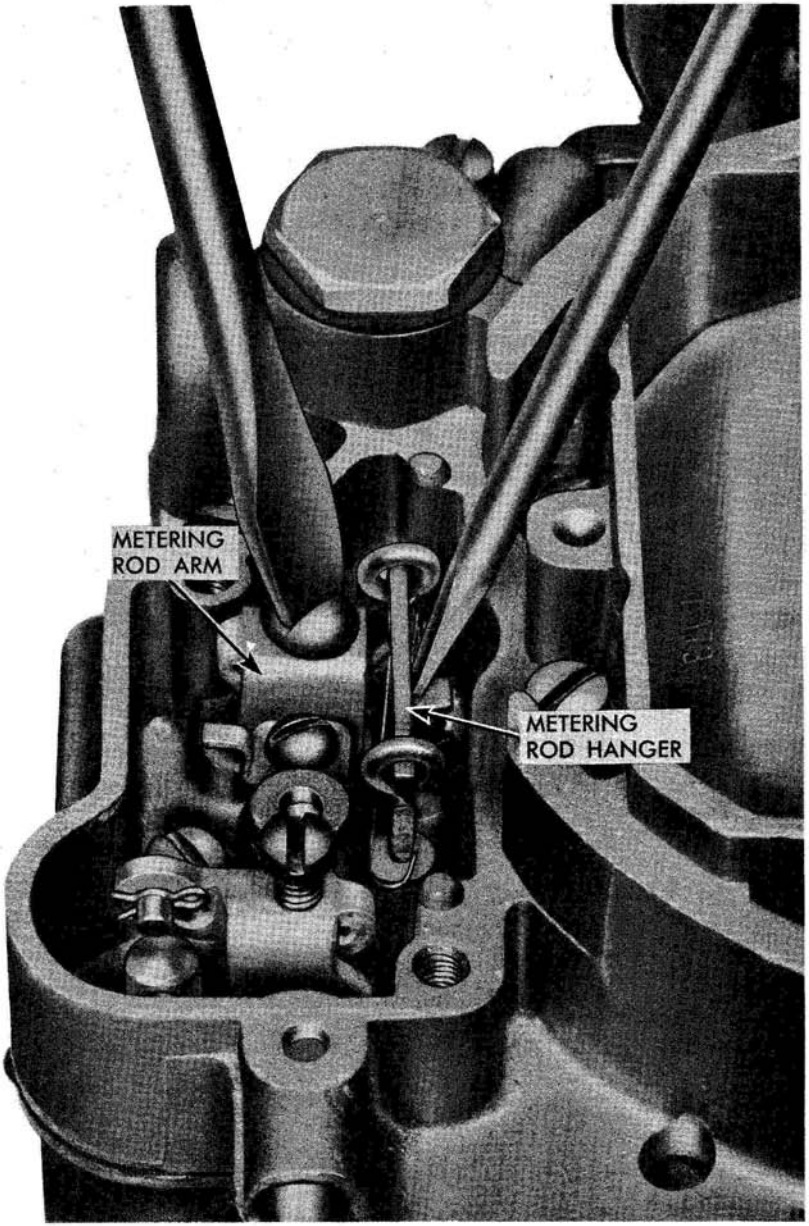

Fig. 16-C Metering Rod Adjustment
b. Press down metering rod arm until rods bottom (Fig. 16-C).
c. While holding metering rods down and with throttle valves seated, rotate metering rod arm (Fig. 16-C) upward until arm lightly contacts hanger. Lock arm in this position by tightening set screw.